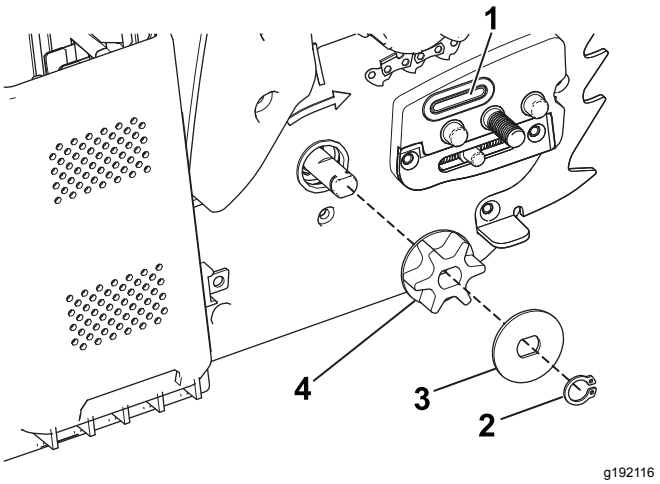

Figura 30
5. Retire el clip, el espaciador y el piñón de arrastre de la motosierra (Figura 30).
7. Compruebe que el paso de aceite (Figura 30) está libre de residuos; limpie la zona si es necesario.